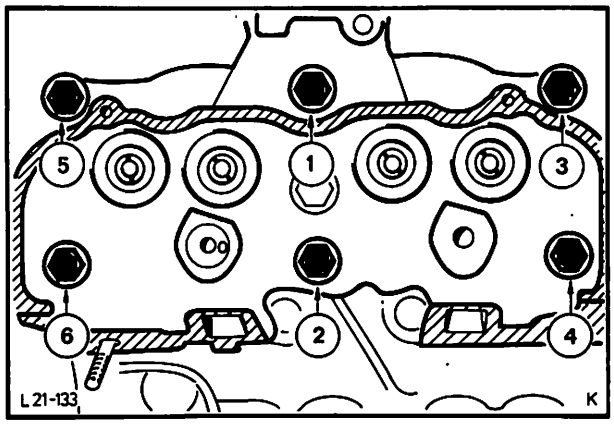

Abb. 182 Zylinderköpfe nach Schema anziehen
67. Komplette Zylinderköpfe aufsetzen. Schrauben einführen und nach Schema in drei Stufen mit vorgeschriebenem Drehmoment festziehen, Abb. 182.